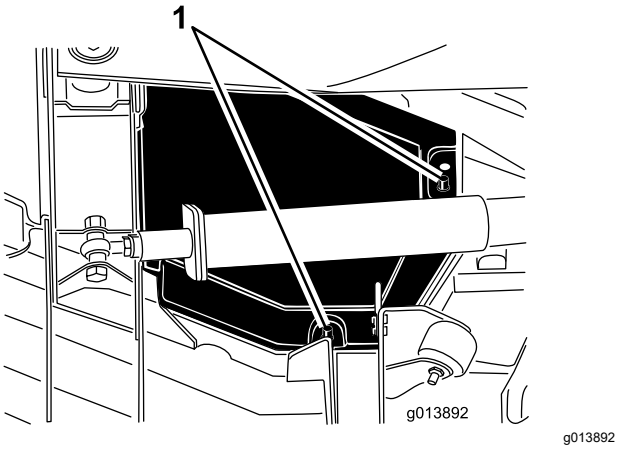

Figuur 77
4. Til de achterste en binnenste rand van de kap van de montagestangen (Figuur 77).